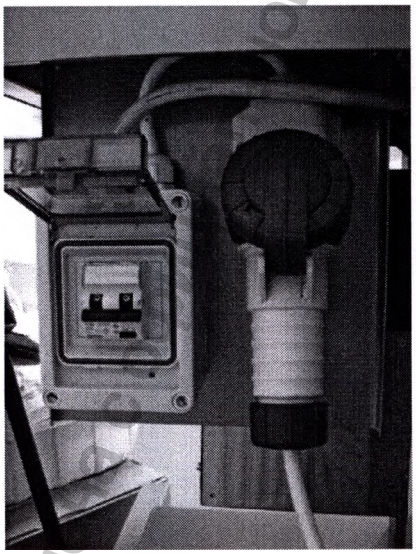
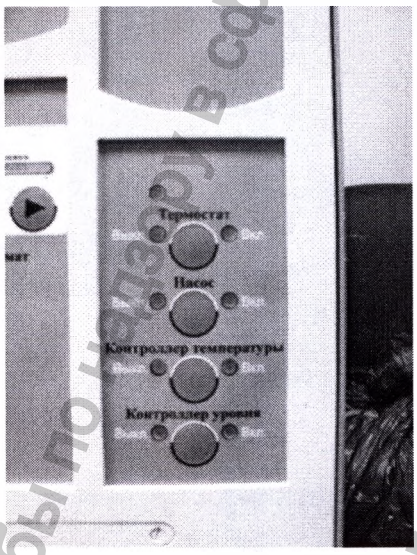

Рис.7.1.
Рис.7.2.
2. Включите тумблер на задней панели аппарата (рис. 7.1.), затем на лицевой панели включите все системы (рис. 7.2.).